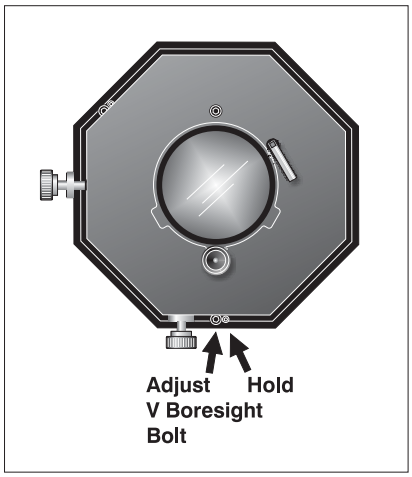

Figure 2.49. Adjust Top/Bottom Boresight
8. Adjust the vertical boresight bolt (Figure 2.49) using one allen key to hold the bottom hex screw and another to turn the adjustment bolt above it. Adjust as necessary to direct or “aim” the lens toward the edge of the image which focused too close to the lens. When both top and bottom appear equally blurry, re-focus at the top of the screen.